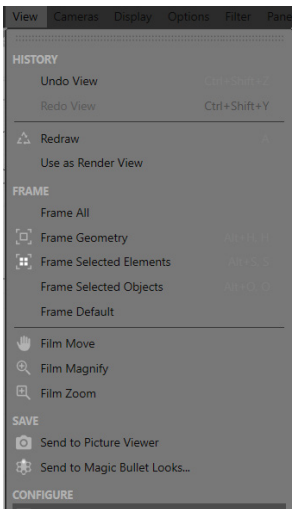

Figure 2-3 *Choosing the* ***Configure*** *option from the Menu in editor view*
3. Choose **View > Configure** from the Menu in editor view, as shown in Figure 2-3; the **Viewport [Front]** settings are displayed in the Attribute Manager. In the Attribute Manager, choose the **Back** button; the **Back** area is displayed. In this area, choose the browse button next to the **Image** text box, as shown in Figure 2-4; the **Load File(s)** dialog box is displayed. Browse to *\Documents\c4d2024\c02\keyhole.jpg*. Next, choose the **Open** button; the *keyhole.jpg* is opened as the background image in the Front viewport.